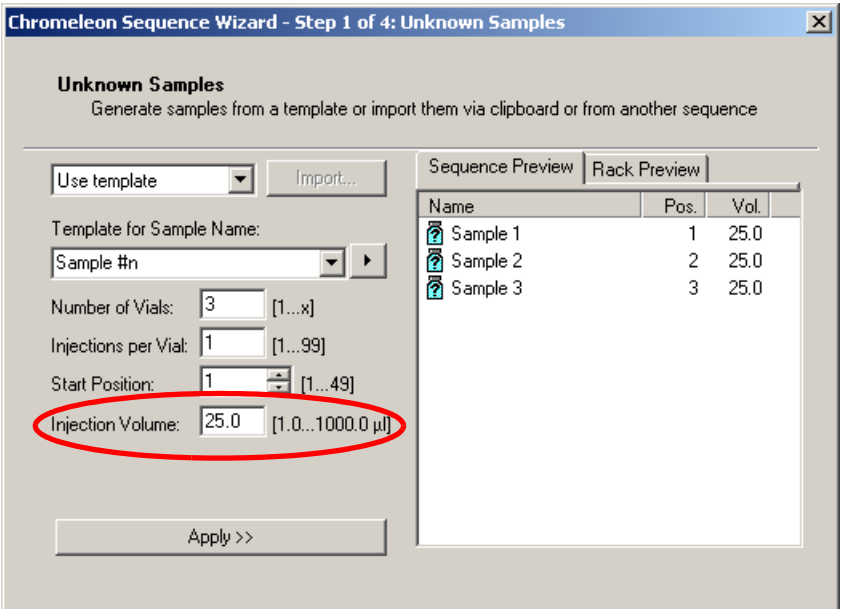

Figure 3-19. Sequence Wizard: Specifying the Injection Volume
2. In the Chromeleon or Chromeleon Xpress sequence (see Figure 3-19) or in the front panel schedule (see Section D.3), enter an injection volume equal to or greater than the volume of the loop installed on the injection valve.
2. In the Chromeleon or Chromeleon Xpress sequence (see Figure 3-19) or in the front panel schedule (see Section D.3), enter an injection volume that is less than the volume of the sample loop installed on the injection valve.
- In the Chromeleon or Chromeleon Xpress sequence (see Figure 3-19) or in the front panel schedule (see Section D.3), enter an injection volume that is large enough to allow flushing the inject port, flushing the tubing from the inject port to each valve (25 µL per inch of tubing), plus enough to flush and fill both injection loops (this is about 5 times the combined loop sizes).